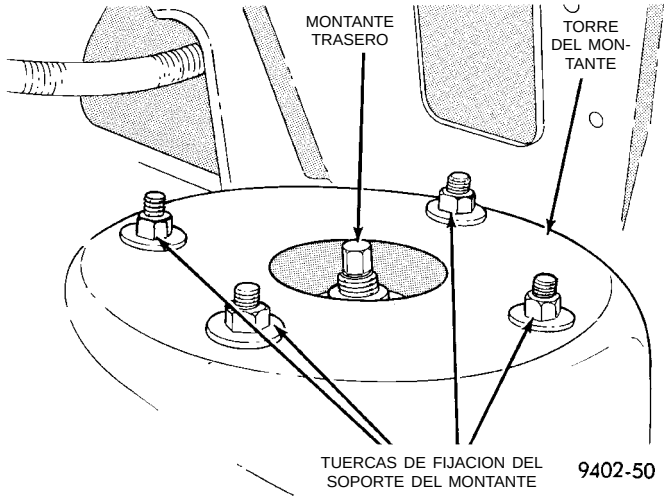

Fig. 7 Tuercas de fijación del soporte del montante
(8) Afloje sin retirar las 4 tuercas de fijación del soporte del montante superior a la torre del montante (Fig. 7). Después, mientras sostiene el conjunto del montante, retire por completo las 4 tuercas de fijación del soporte del montante.
(9) Retire el conjunto de montante de la articulación, deslizando ésta última para extraerla del soporte de horquilla del conjunto del montante. Después retire el conjunto del montante del vehículo.
(1) Vuelva a colocar el conjunto del montante en el vehículo con los 4 pernos espárragos del conjunto del soporte del montante instalados en los orificios de la torre del montante. Instale las 4 tuercas de fijación del soporte del montante a la carrocería (Fig. 7) en